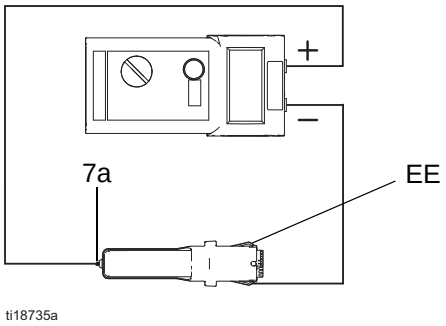

FIG. 18 Test Power Supply Resistance
1. Remove the power supply (7). See **Power Supply Removal and Replacement**, page 33.
2. Remove the turbine (8) from the power supply. See **Turbine Removal and Replacement**, page 34.
3. Measure resistance from the power supply's ground strips (EE) to the spring (7a). The resistance should be 130–160 megohms for 85kV guns. See FIGURE 18.